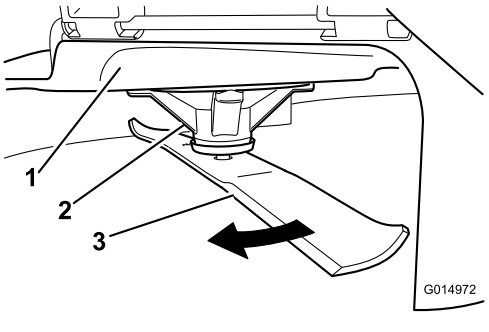

Figura 60
2. Usando luvas almofadadas ou outra proteção adequada para as mãos, rode lentamente lâmina para uma posição que lhe permita uma medição da distância entre a extremidade de corte e a superfície nivelada onde a máquina está (Figura 60).